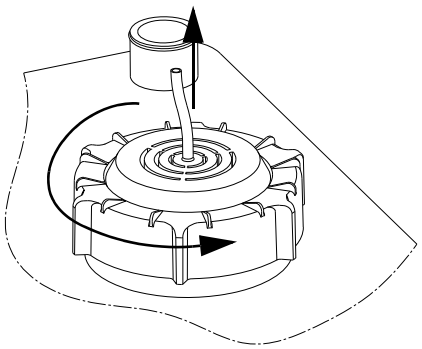

Рис. 31 Удаление датчика контроля уровня
1. Переведите переключатель режимов эксплуатации ВКЛ-ВЫКЛ-АВТОМАТ в положение ВЫКЛ (O). См. пункт «Панель управления» в разделе *4. Общие сведения об изделии*.
2. Ослабьте крышку с резьбой, повернув её против часовой стрелки. См. рис. 31.